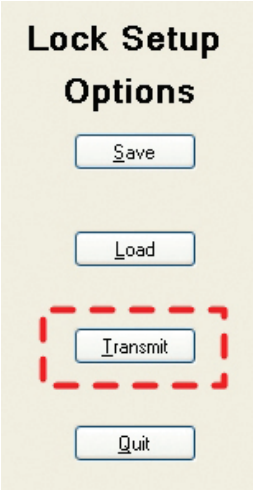

Figura 14
5. Haga clic en el botón **Transmit** (transmitir) del software (figura 14).